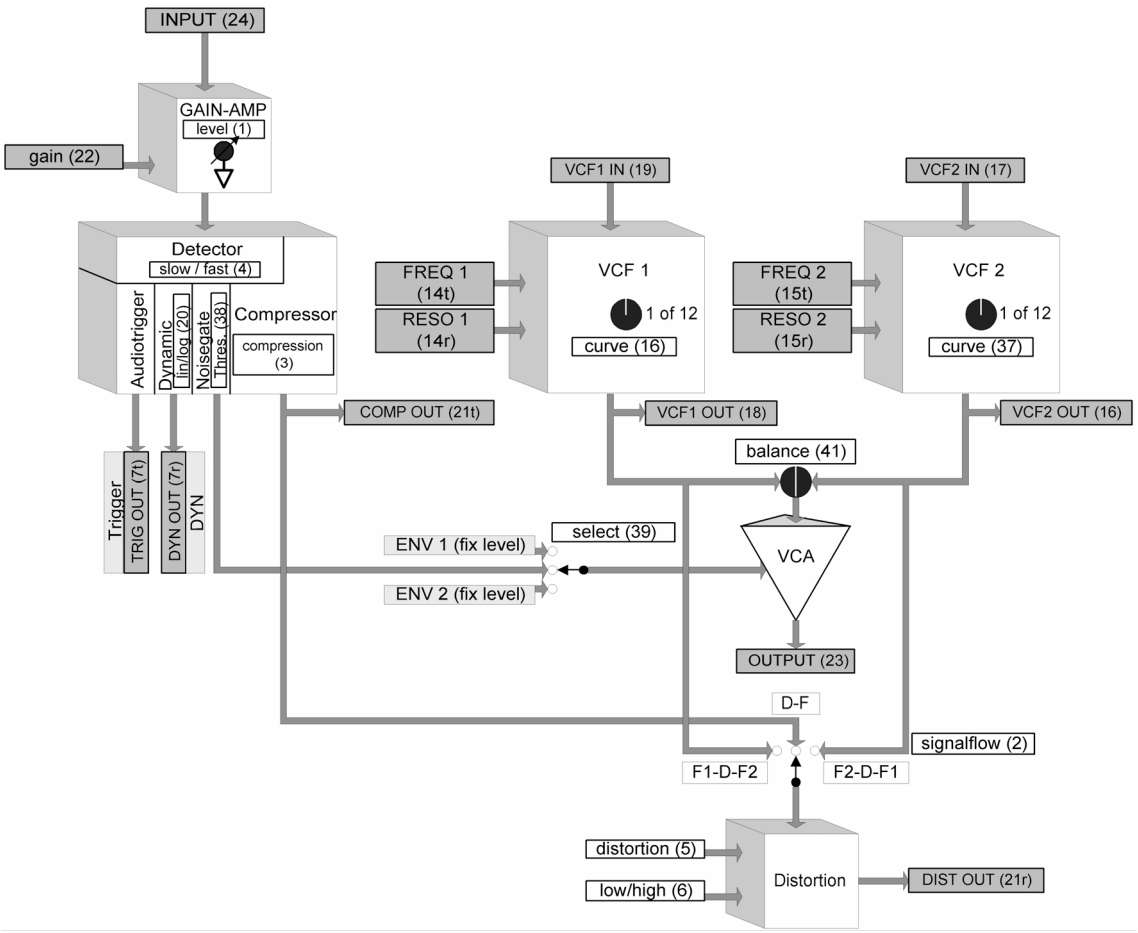

Fig. 7.3.1 Modular structure of the audio processing
Fig. 7.3.1 shows a block diagram of the audio-modules as modular blocks. For better clarity, most of the filter-controls are hidden. Concerning the audiopaths, the figure is almost complete. Invisible is the internal wirering of both filter inputs via [signalflow]-toggle-switch (2) and their connection to the output of the distortion unit. (see chapter 8.3).
Please note! If a VCF is fed from an external audio input (”IN VCF1“ (19) or ”IN VCF2“ (17)) on the rear-panel, the internal routing to its input is disconnected! In case that e.g. both filters are fed via their external inputs, the **[signalflow]**-switch would only determine if the outputs of the three modules **compressor**, **VCF 1** or **VCF 2** provide the input signal for the ***distortion*** unit (see also fig. 7.3.1). This means a high routing-flexibility of the ***distortion*** unit, because of its separate output.